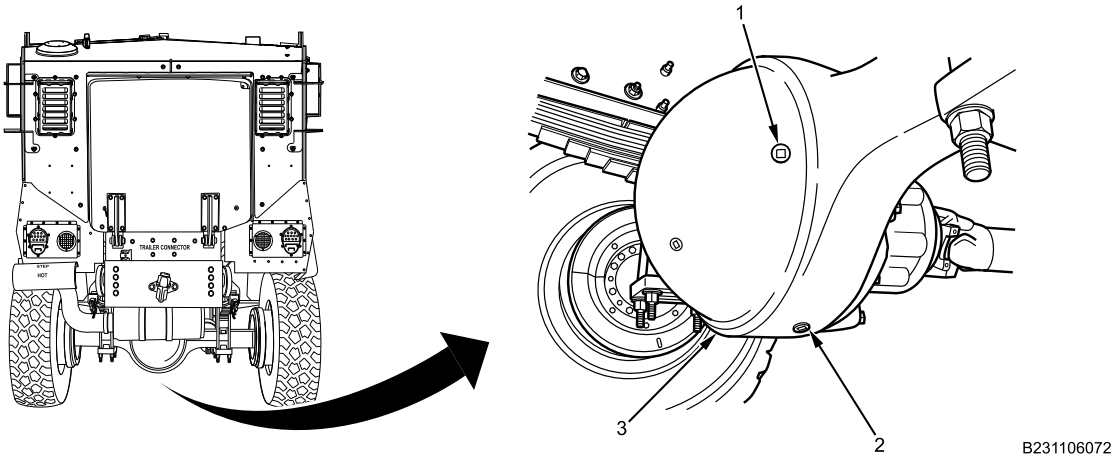

Figure 1. Rear Axle Differential.
1. Position drain pan under rear axle differential magnetic drain plug (Figure 1, Item 2).
2. Remove magnetic drain plug (Figure 1, Item 2) and drain gear oil from rear axle differential (Figure 1, Item 3).
3. Remove fill plug (Figure 1, Item 1) from rear axle differential (Figure 1, Item 3).